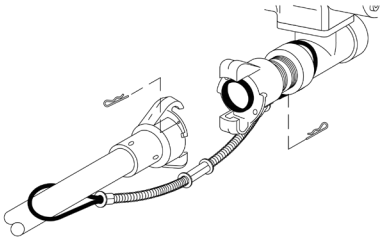

FIGURE 7
2.8.2 | Connect Blast Hose – Figure 7